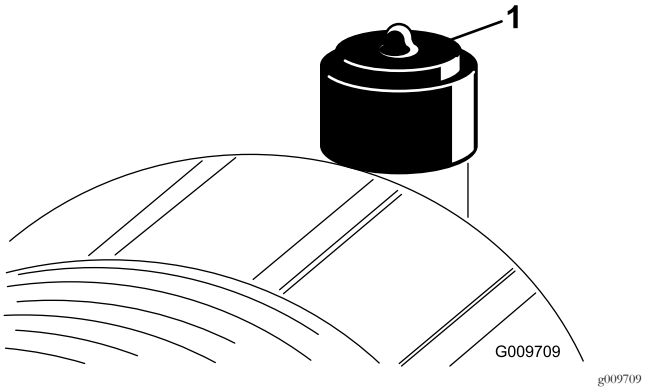

Figur 38
Utför service på luftrenarfiltret bara när serviceindikatorn (Figur 38) anger att det krävs. Om du byter luftfiltret tidigare ökar det risken för att smuts kommer in i motorn när du har avlägsnat filtret.
2. Nollställ indikatorn (Figur 38) om den är röd.